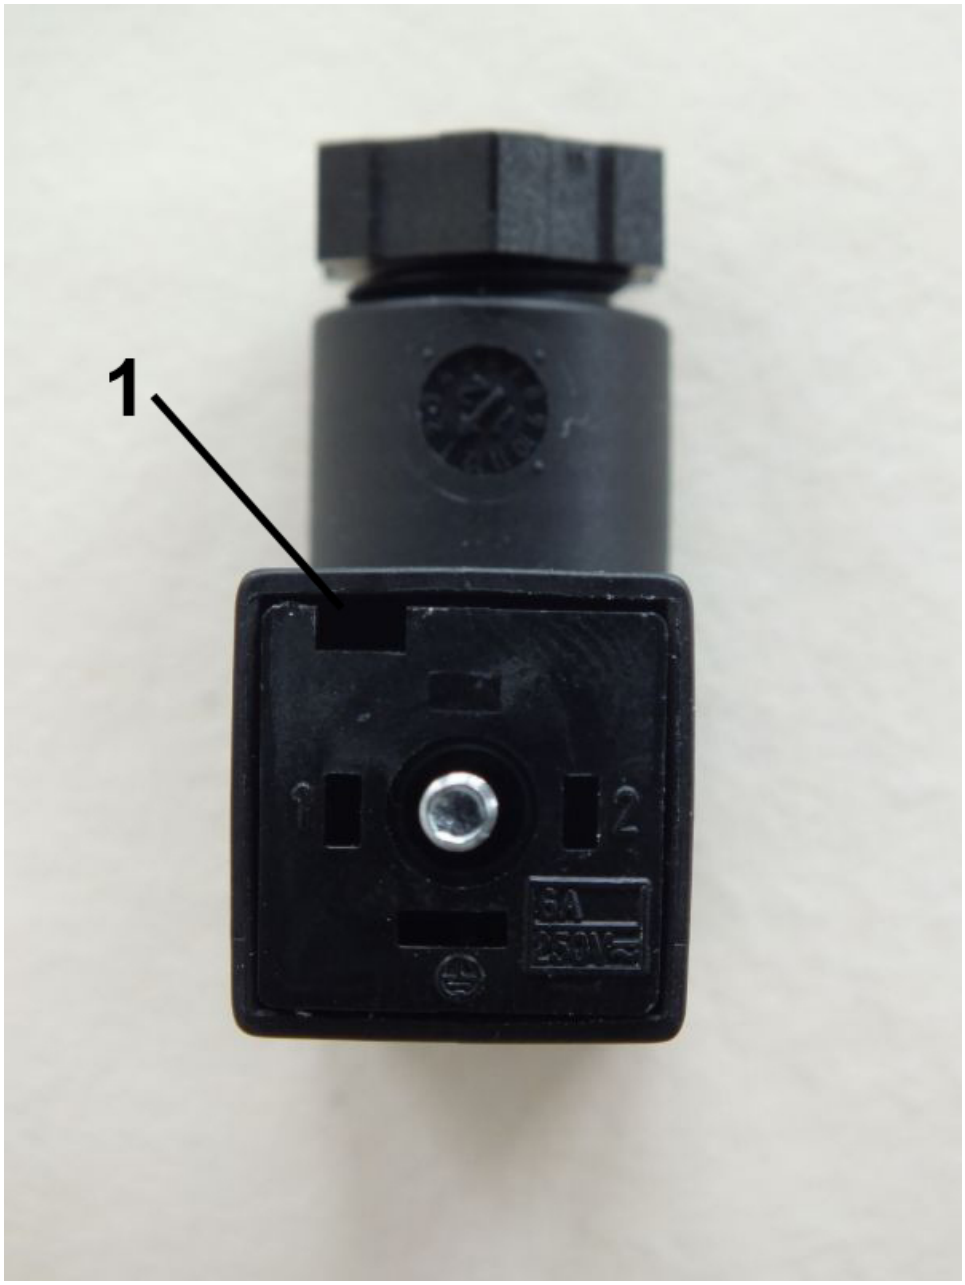

Fig. 23: Disconnect inner section
3. Remove the inner section from the socket. To do this, place a flat-bladed screwdriver into the slot (*Fig. 23*/1) and carefully pry out the inner section.and carefully pry out the inner section.
7. Place the inner section (*Fig. 23*/1) back into the socket and push until it locks on